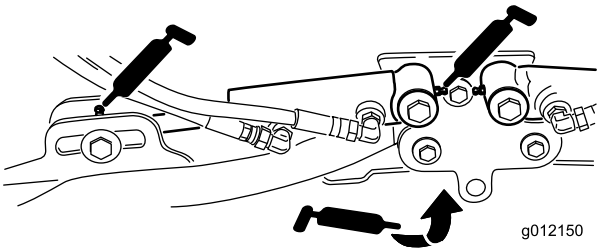

Rysunek 51
- Cylindry ramienia podnoszącego zespołu tnącego (2 na każdym) (Rysunek 51)
- Przeguby ramienia podnoszącego (1 na każdym) (Rysunek 51)